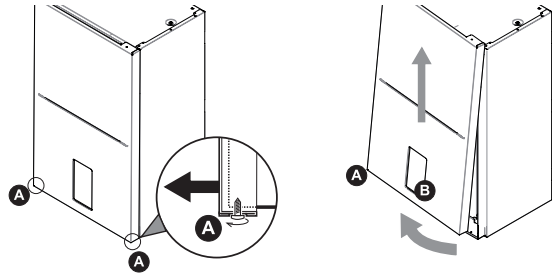

fig. 14 - desmontagem do painel frontal
- Solte parcialmente os parafusos A (ver “fig. 14 - desmontagem do painel frontal”).
- Extraia o painel B e solte-o das fixações superiores (ver “fig. 14 - desmontagem do painel frontal”).